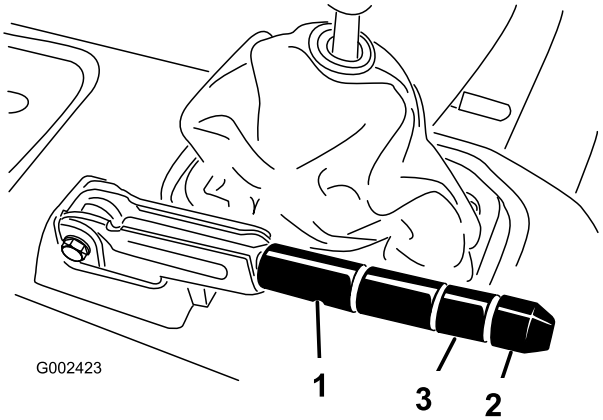

**Figur 63**
2. Løsne setteskruen som festen knotten til parkeringsbremsespaken (Figur 63).